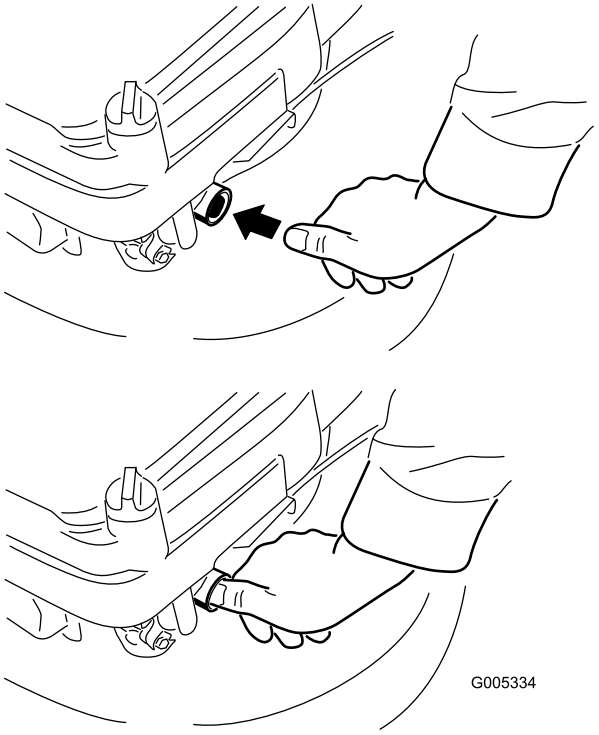

Figura 11
2. Usando il pollice, spingete con forza l'iniettore per una volta (Figura 11).